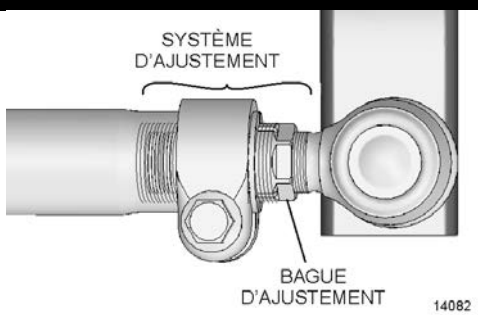

FIGURE 6
9. Pour prévenir des interférences entre les vis de colliers de serrage et les autres composantes de la direction, la vis doit être orientée tel qu'indiqué à la FIGURE6. **Serrer l'écrou à 118-133 lb-pi.**